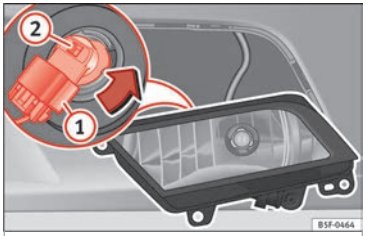

Fig. 97 Front fog light.
– Remove connector ››› Fig. 97 ① from the bulb.
– Turn the bulb holder ››› Fig. 97 ② anti-clockwise and pull.